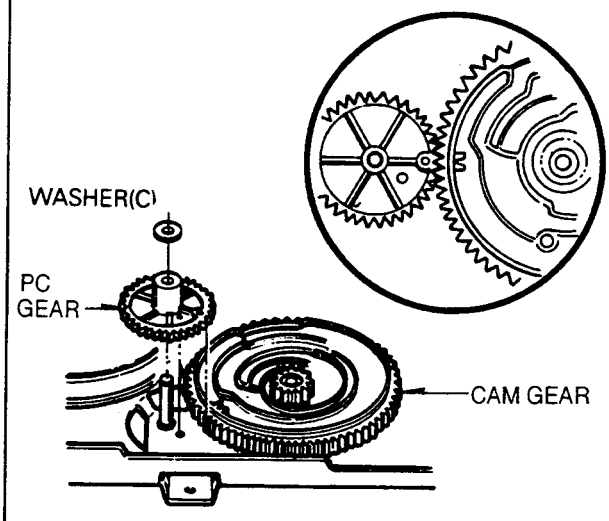

Fig. B-26 PC Gear
① Align the Projection of Rack Gear T with the hole of Loading Gear.
② Drive the Rack Gear F.L in the direction of arrow(D).
③ Hole of Cam should be aligned with the hole of chassis, and the groove(■) of Cam Gear should be aligned with the hole of PC Gear (Fig. B-26).
26. PC Gear(Fig. B-26)
① The Groove of PC Gear should be aligned with the groove(V) of Cam Gear, and another hole of it should be aligned with the hole of chassis (Fig. B-26).